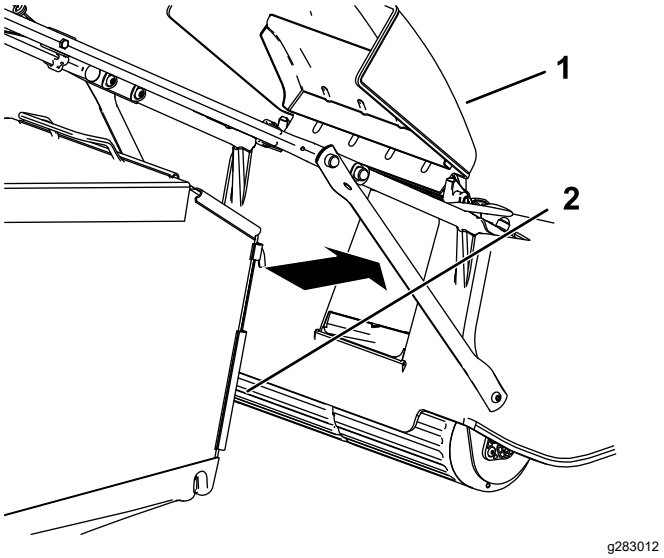

Figuur 20
3. Haak de grasvanger op zijn plaats (Figuur 20).